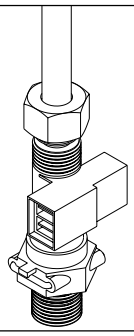

Fig. 17
6.10 DOMESTIC WATER FLOW SWITCH fig. 17